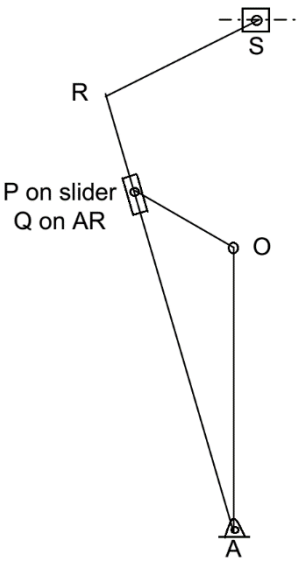

Fig. 1 (Q.1 (a))
Q.1 **(a)** In a crank and slotted lever mechanism shown in Fig 1, the distance between fixed centres O and A is 250 mm. Length of links are as follows: OP = 100 mm, AR = 400 mm, RS = 150 mm and AOP = 120°. Uniform speed of crank OP is 60 rpm clockwise. Line of stroke of the ram is 450 mm above A and perpendicular to OA. Calculate the velocity of the ram S. **07**